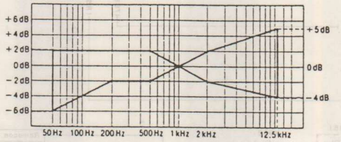

Fig. 9
8. Assure that the level is within the range shown in **Fig. 9**.